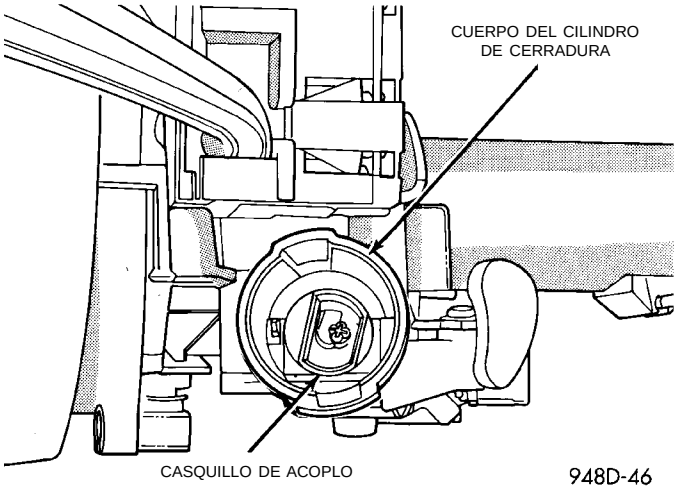

Fig. 46 Casquillo de acoplo en el cuerpo del cilindro de cerradura
(1) Instale la llave en el cilindro de la cerradura. Gire la llave a la posición RUN (la lengüeta de retención en el cilindro de cerradura puede oprimirse).
(2) El eje del extremo del cilindro de la cerradura se alinea con el casquillo de acoplo situado en el extremo del cuerpo. Para alinear el casquillo de acoplo con el cilindro de la cerradura, asegúrese de que el primero se encuentre en la posición RUN (Fig. 46).